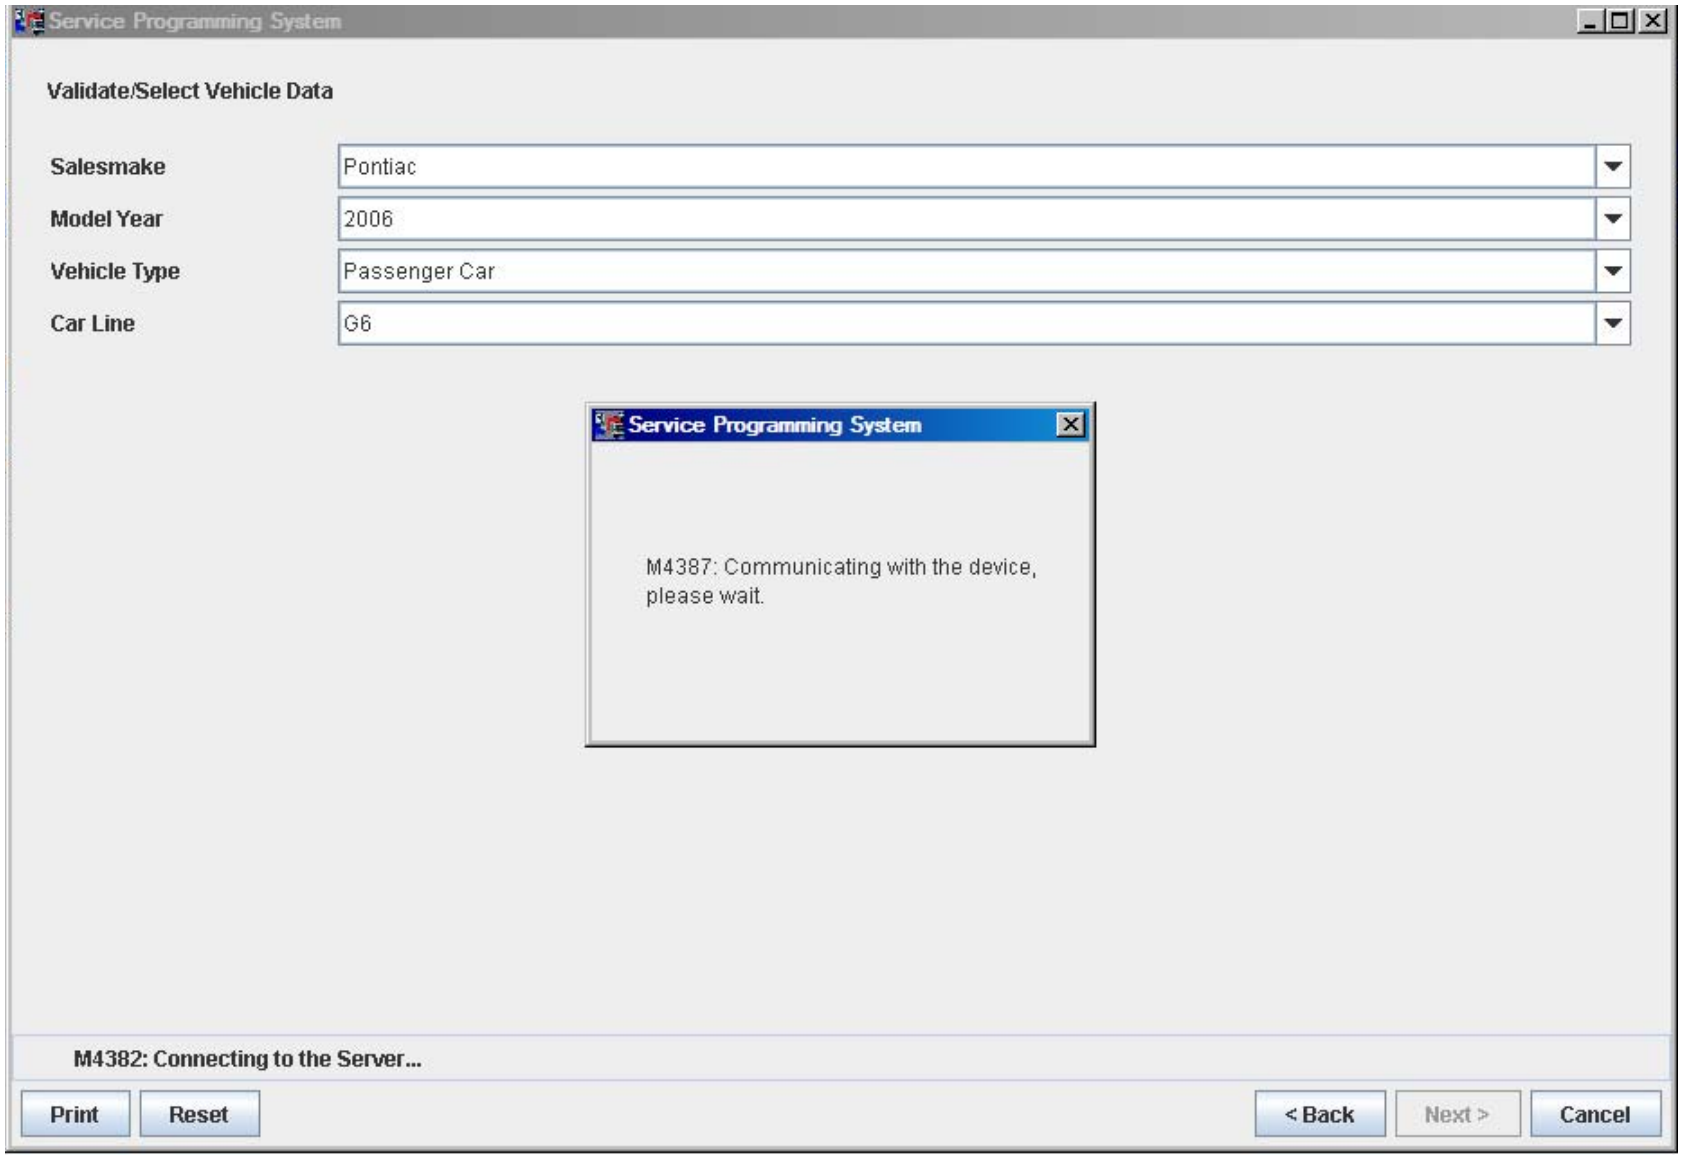

FIGURE IV-16.
6. During communication a “validate /select vehicle data” screen will appear (Figure IV-16). You may or may not get a pop-up screen (Figure IV-12).